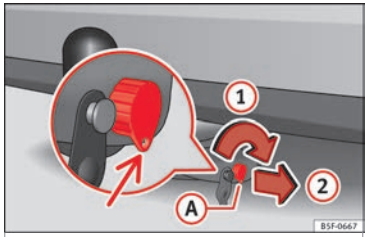
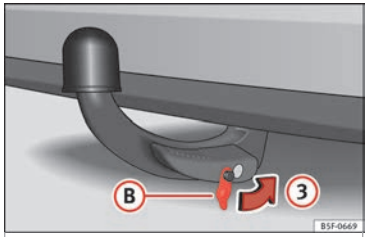

Rys. 227 Zamknięcie zamka.
Rys. 228 Umieszczenie osłony na zamku.
- Przekręcić klucz (A) w kierunku strzałki (1) do momentu, w którym część klucza z otworem znajdzie się na dole ››› **rys. 227**.
• Wyjąć klucz w kierunku wskazanym przez strzałkę (2).
• Umieścić osłonę (B) na zamku w kierunku wskazanym przez strzałkę (3) ››› **rys. 228** ››› ❗.